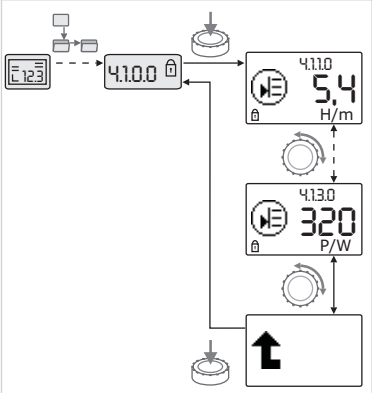

*Fig. 44: Solicitud de información*
- Girando el botón rojo se accede a elementos de menú del tipo “Información” del submenú actual (véase la Fig. 44). Para obtener una explicación de los ajustes representados por símbolos, véase la tabla del capítulo 8.7 “Referencia de elementos de menú” en la página 37.